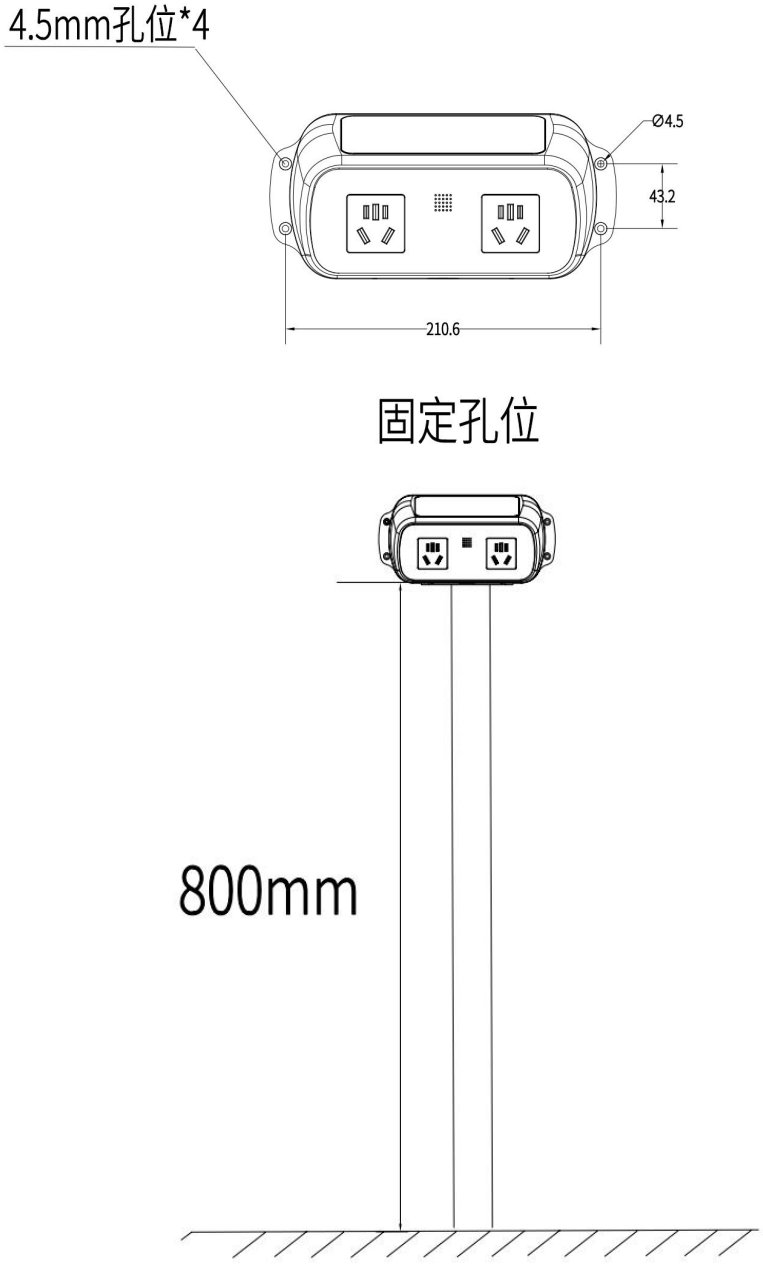

图 2
1、将设备紧贴安装位置，距离地面约为 800mm 高，按照如下尺寸用记号笔把设备的 4 个固定孔画好，如图 2。